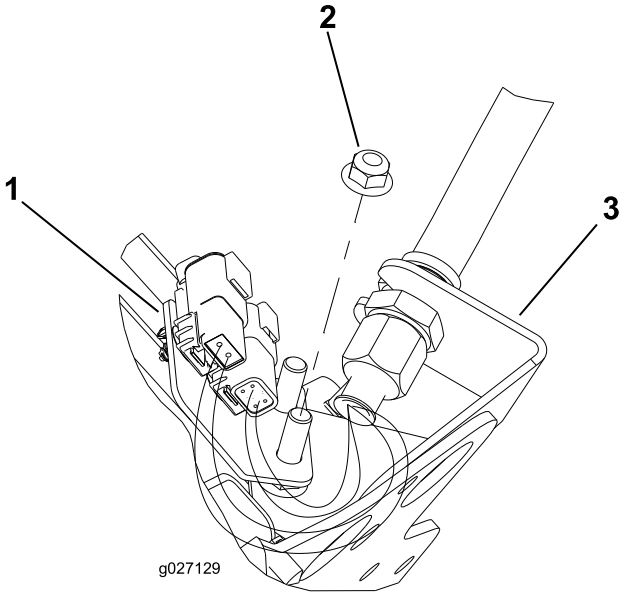
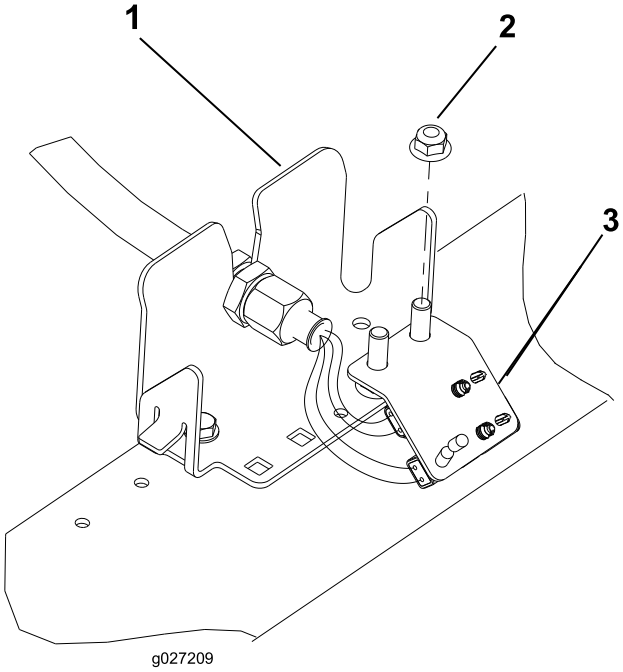

Figur 13
Figur 16
6. Gentag proceduren på de resterende (4) placeringer på skottet som vist i Figur 13 til Figur 16.